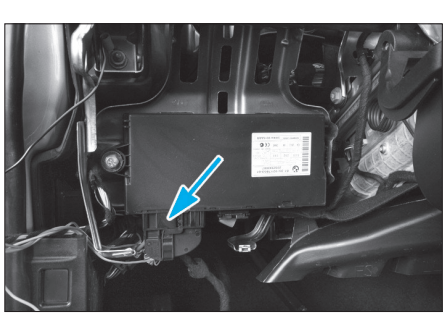

Fig. 13
• A gauche du volant, débrancher le connecteur du boîtier électronique CAS (Car Access System) **(Fig.13)**.